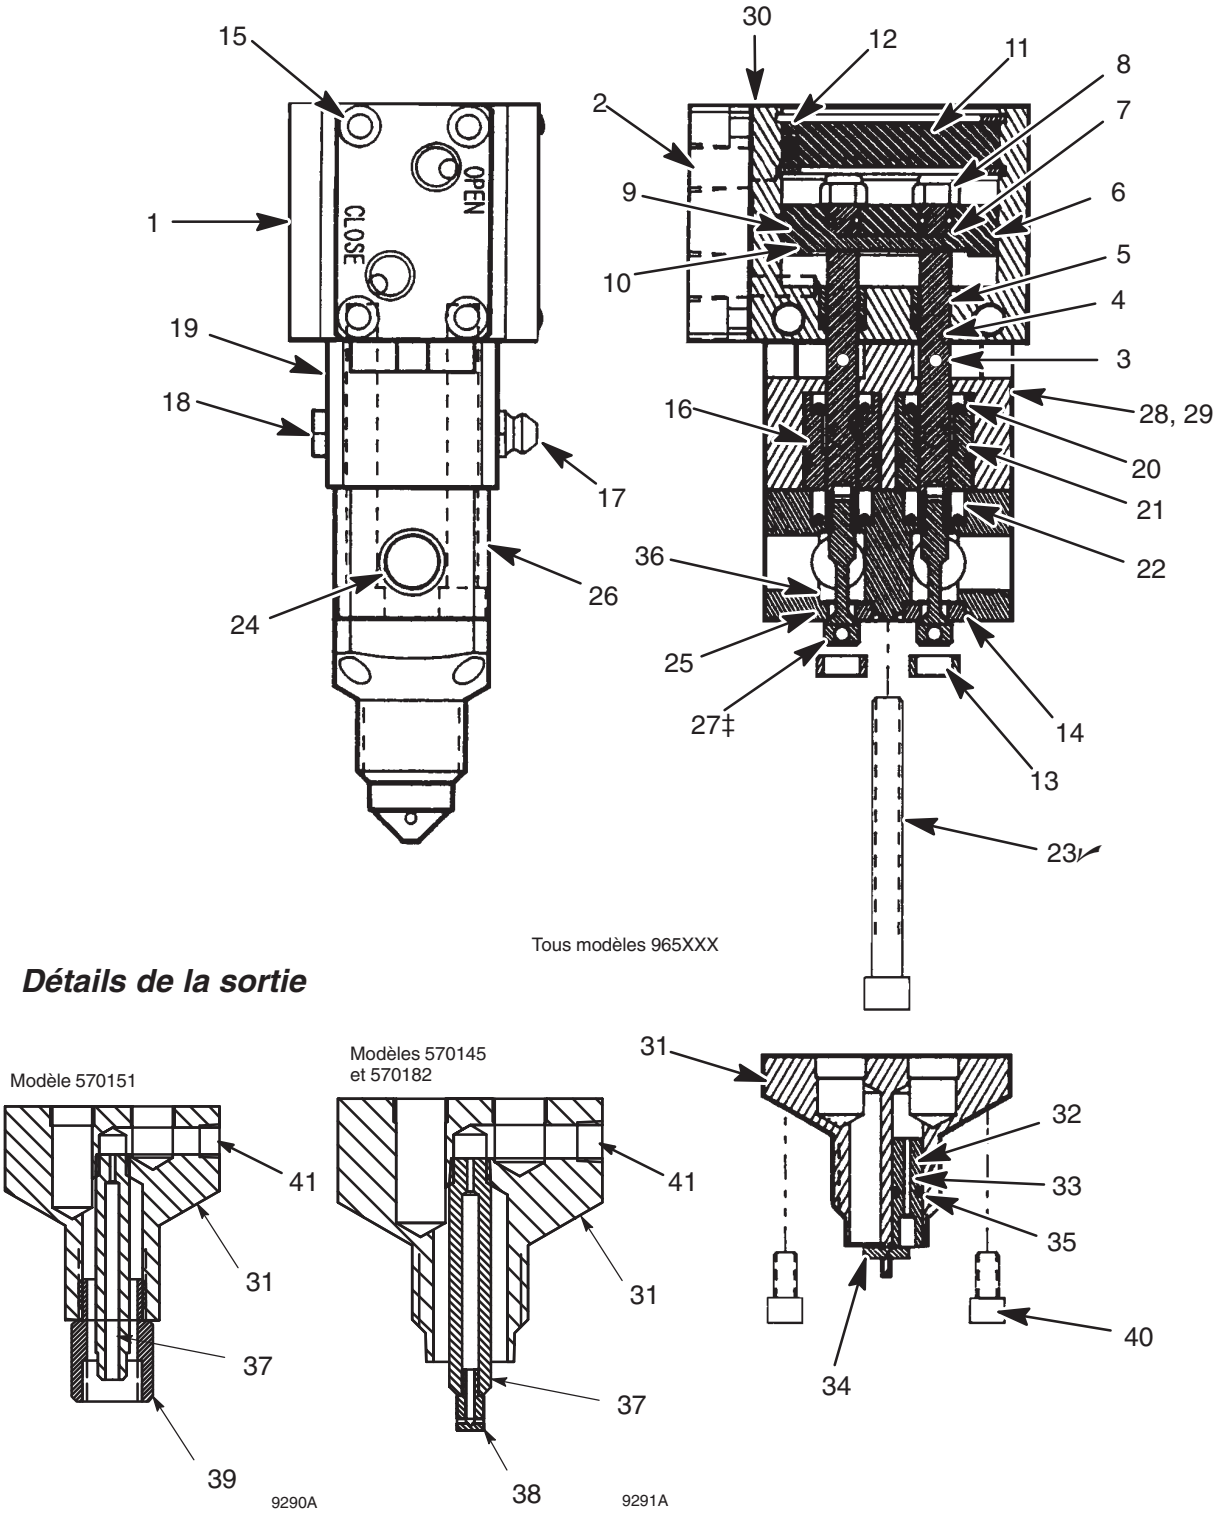

Fig. 6
1. Lubrifier les joints toriques (4) et les paliers (5) avec la graisse fournie dans le kit de réparation. Introduire les joints toriques dans le logement du cylindre (1) et du chapeau (11). Voir la Fig. 6.
2. Enfoncer les paliers (5), de niveau, dans le cylindre et le chapeau, bloquant ainsi les joints toriques (4).
3. Lubrifier et remonter l'ensemble du piston comprenant le piston (10), les joints toriques (9), la broche (7), les écrous (8) et le joint torique (6) et l'axe du cylindre (3). Serrer les écrous (8) à 1,7–2,2 N.m. Les axes (3) doivent être accrochés avec un certain jeu de manière à s'aligner d'eux-mêmes sur les paliers.
4. Lubrifier l'intérieur du cylindre (1) ID avec la graisse fournie. Pousser le piston (10) dans le cylindre.
5. Introduire le clip (12). Bien orienter l'ouverture du clip en face du conduit d'air.
6. Lubrifier et placer un joint torique (16) sur le chapeau (11). Enfoncer le chapeau (11) tout droit à l'intérieur du carter (1).
7. Le mettre en place à l'extérieur du clip (12).
8. Orienter le collecteur d'entrée d'air (2) (si existant) comme indiqué. Ajuster les joints aux orifices.